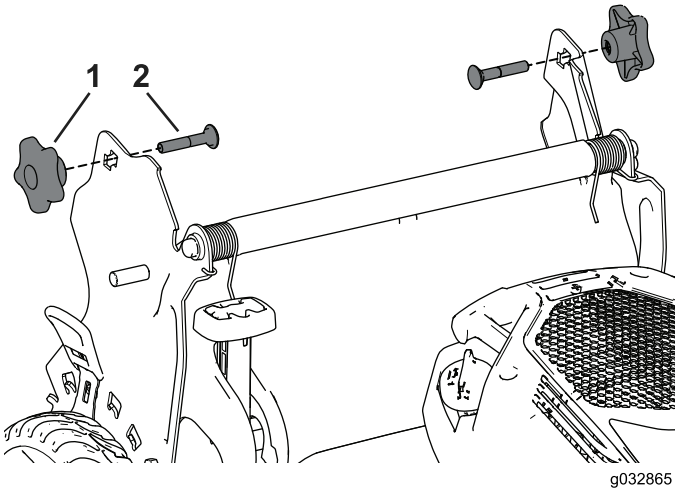

Figur 29
3. Sett inn låsebolten (med bolthodet mot innsiden) gjennom håndtaksbraketten og det øvre hullet på håndtaksenden. Påse at de firkantede kantene på hver låsebolt passer inn i det øvre eller nedre firkanthullet i den tilhørende håndtaksbraketten (Figur 29).